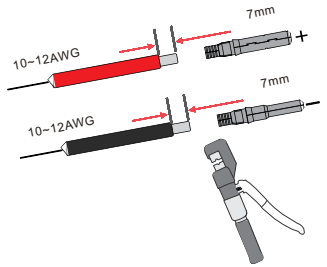

Figura 4.1-2 Crimpe el terminal al cable
Paso 2. Crimpe los terminales metálicos con unos alicates de engarce, como se muestra en la figura 4.1-2.